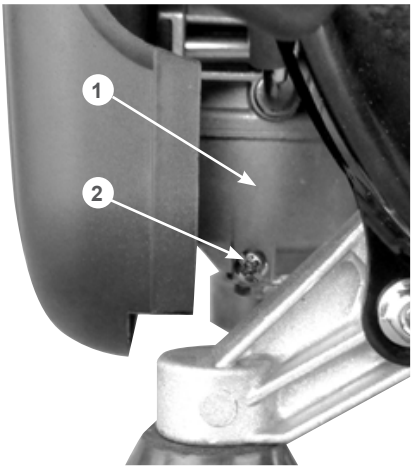

Рис. 13 Слив топлива из карбюратора
3. Открутите винт 2 на карбюраторе 1 (Рис. 13) и слейте топливо из поплавковой камеры в подготовленную для этого емкость.
1. Слейте топливо из топливного бака и карбюратора (Рис. 13).